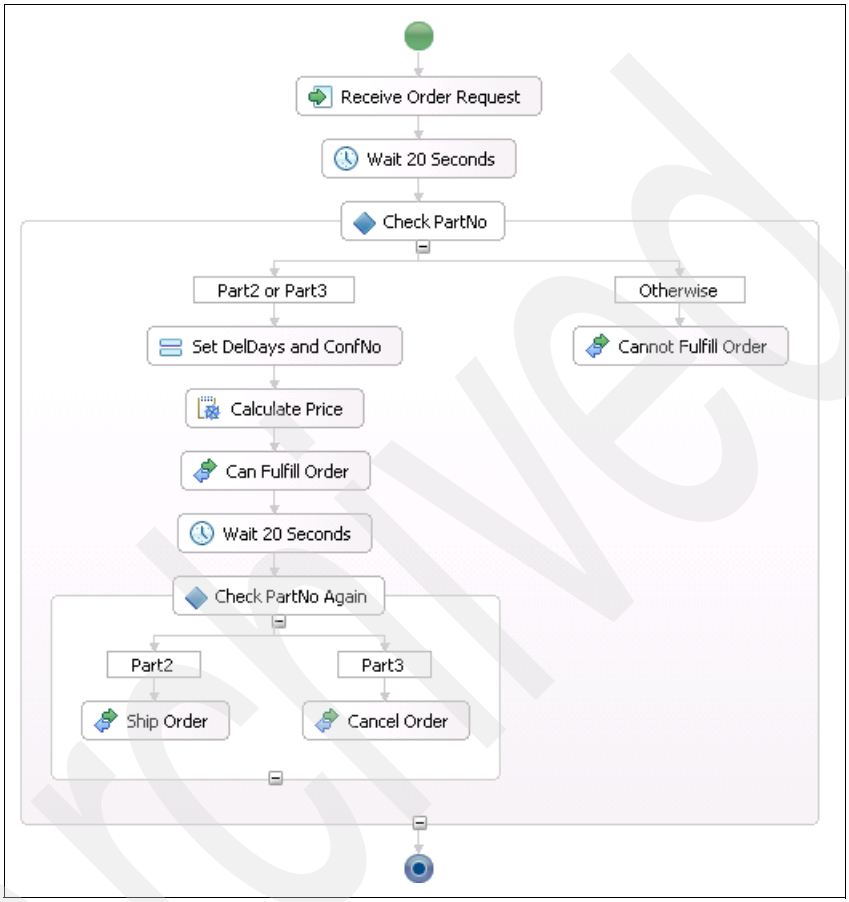

Figure 11-45 WS-BPEL process of WholesalerD
5. Create the WS-BPEL diagram as shown in Figure 11-45. Use the information in Table 11-12 and Table 11-14, as well as the visual snippet instructions to help complete the diagram.
The WS-BPEL diagram contains the activities shown in Table 11-12. This shows the type of each activity from Figure 11-45.